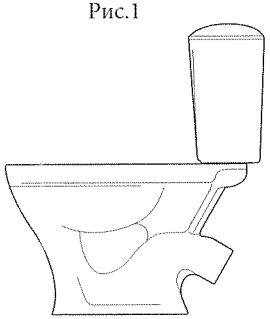

Рис.3
-ун. тарельчатый с косым выпуском с цельнотлитой полочкой (рис. 3),